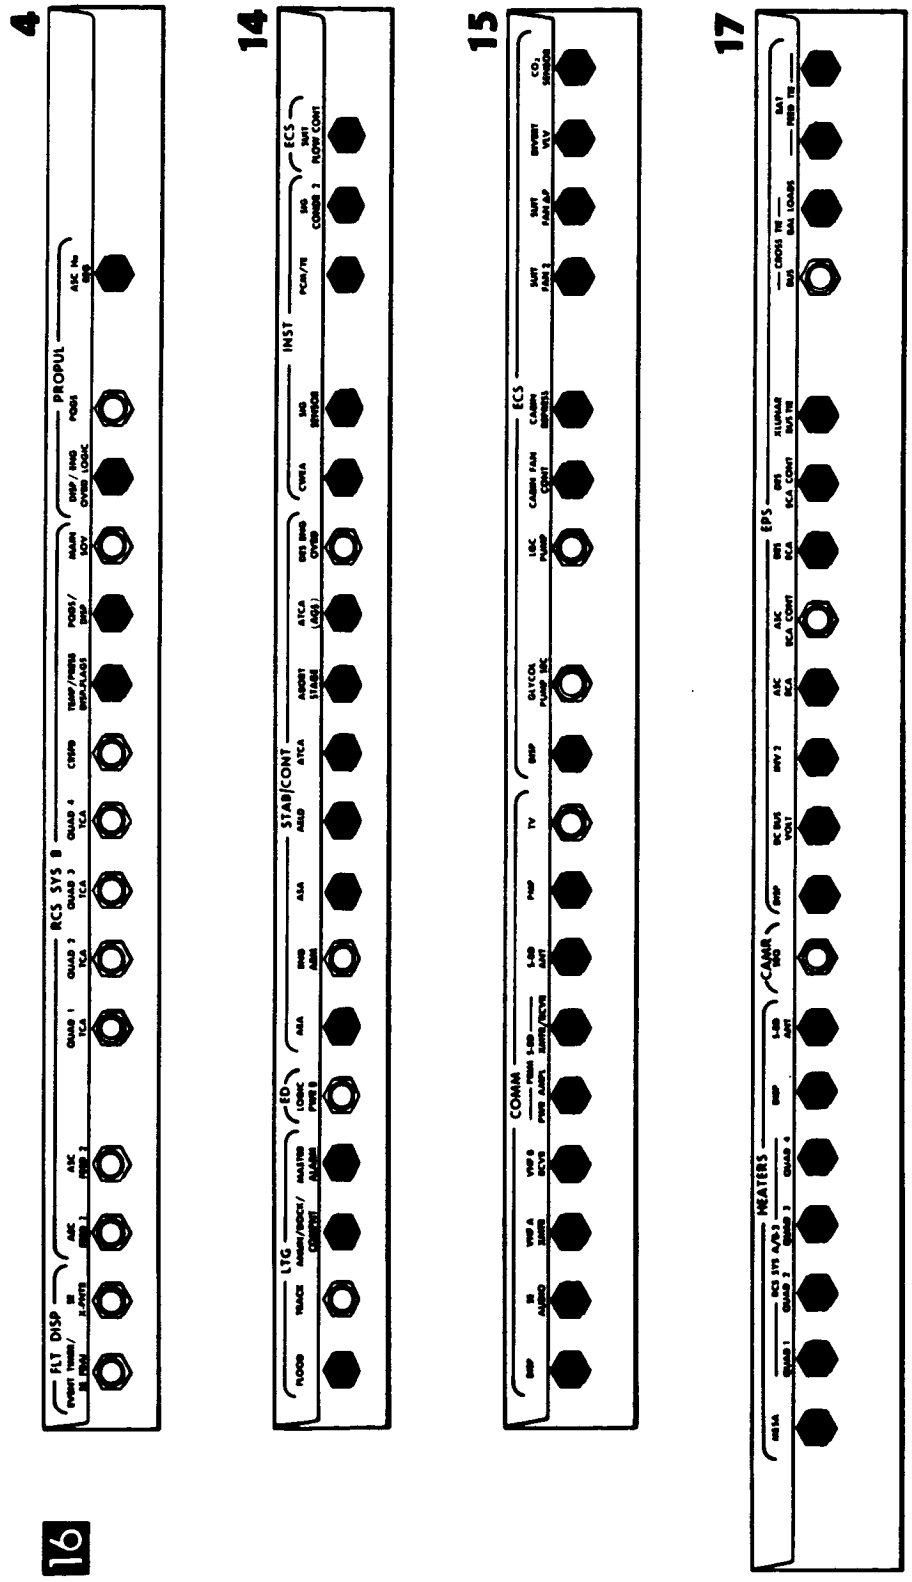

Figure 4-27. Lunar Stay Subsystems Check (Panel 16)
DC BUS VOLT - close INV 2 - close ASC ECA - close DES ECA - close DES ECA CONT - close XLUNAR BUS TIE - close CROSS TIE BAL LOADS - close BAT FEED TIE (2) - close Verify cb status per Lunar Stay Subsystems Check.	See figure 4-27.